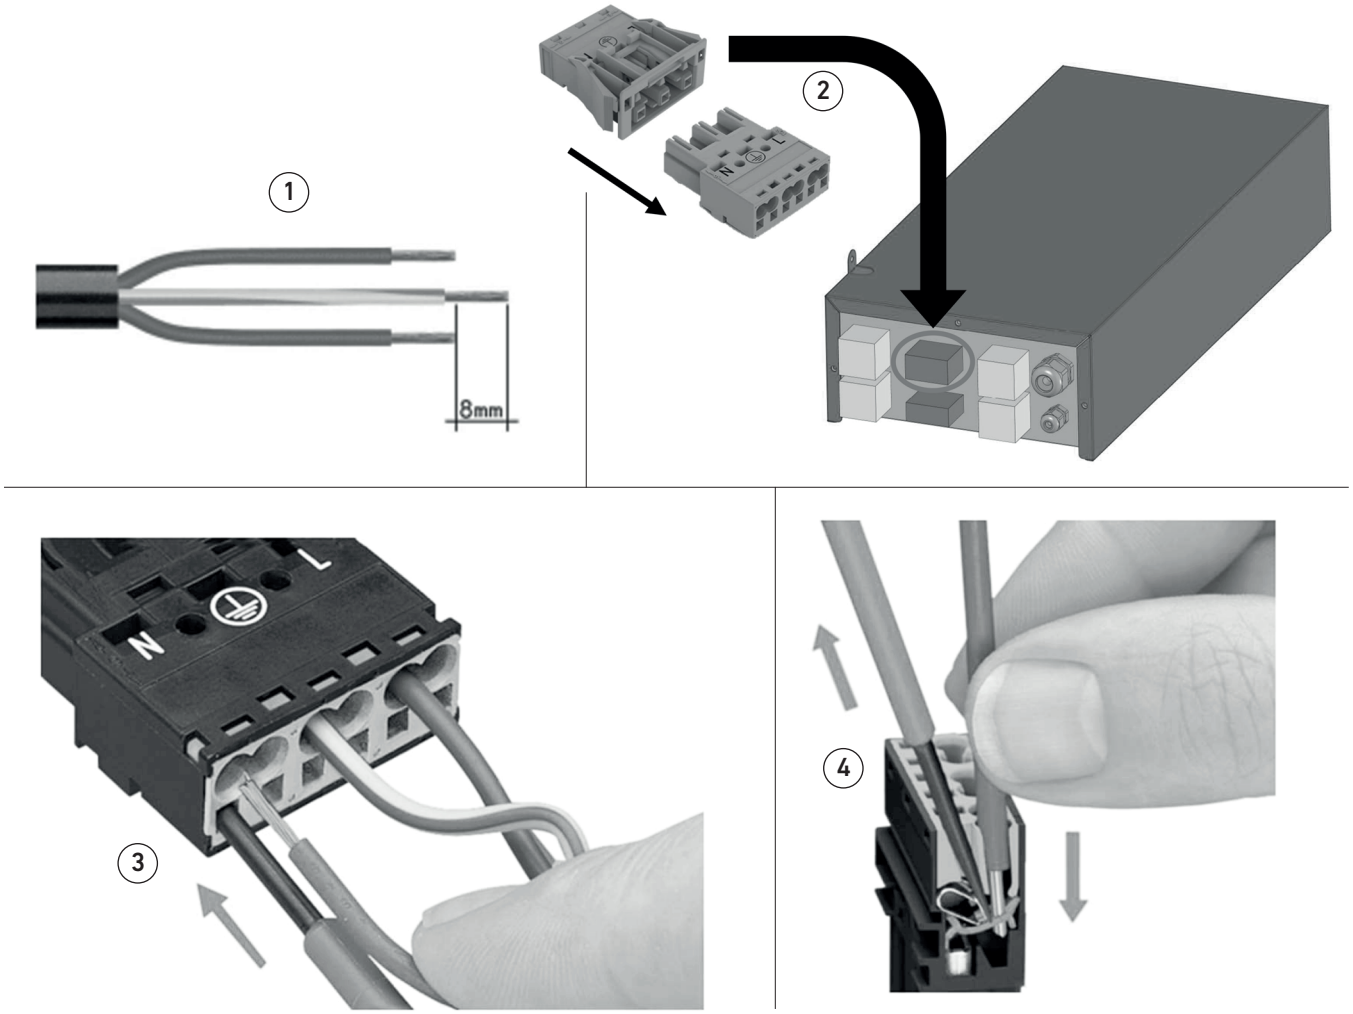

fig. 17
- Munirsi di un cavo elettrico adeguatamente dimensionato per l'apparecchiatura., effettuare una spelatura dell'isolante esterno di circa 55 mm, sguainare di circa 8mm i cavi di fase (L), neutro (N) e terra (⏚) lasciando il cavo della terra leggermente più lungo degli altri due (fig. 17 part. 1);
- Scollegare il connettore maschio a 3 poli da quello femmina come indicato in fig. 17 part. 2, utilizzare un cacciavite a taglio con lunghezza della lama di circa 2,5 mm per aprire la morsa del connettore e inserire il cavo spelato nell'apposita cavità (fase in L, neutro in N e terra in ⏚) fino a battuta (fig. 17 part. 3);
- Rimuovere il cacciavite per far richiudere la morsa del connettore e accertarsi che il cavo sia stato assicurato correttamente provando a tirarlo leggermente (fig. 17 part. 4), se il fissaggio è corretto le parti sguainate del cavo non devono sfilarsi dalla sede del connettore;